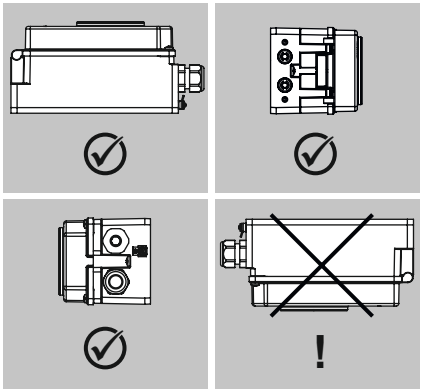

Bild 5-2: *Zulässige Einbaulagen*
- ➔ Einbaulage beachten (vgl. Bild 5-2).